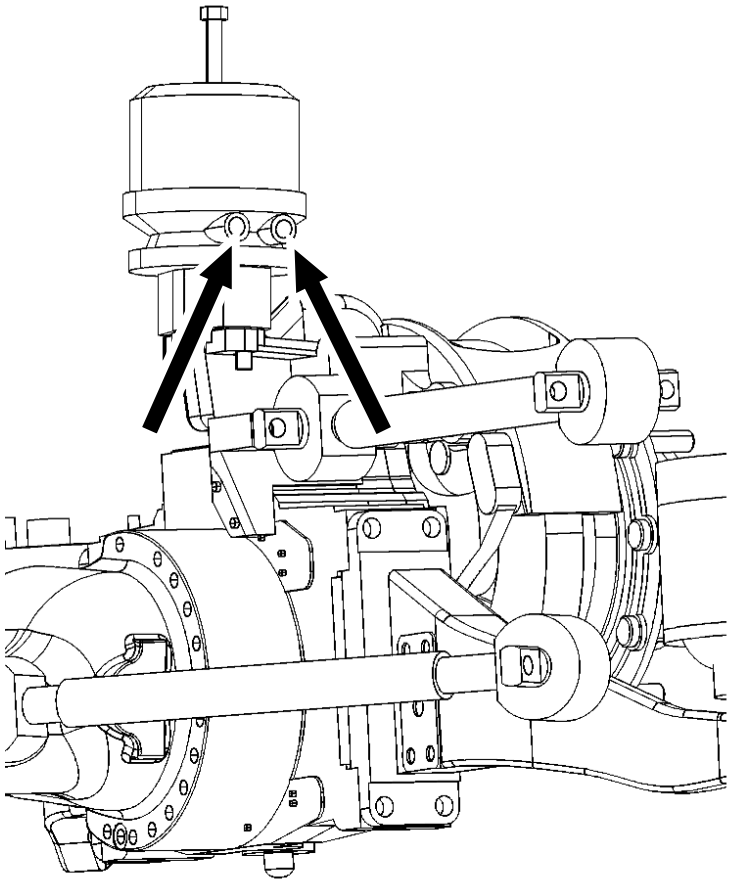

Rys. 8 Przewody hamulcowe kół tylnych – wskazane strzałką
- odkręcić przewody hamulcowe doprowadzające sprężone powietrze do cylindrów hamulcowych (Rys. 8.),
- przykręcić śrubami M18x1,5 miechy tylnych kół oraz przewody doprowadzające do nich sprężone powietrze (Rys. 8.),
- połączyć przewody pneumatyczne hamulców tylnych kół (Rys. 8.),